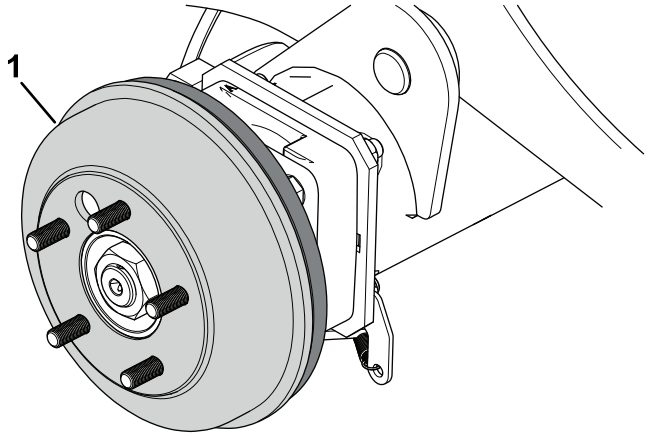

Bild 71
4. Entfernen Sie die Bremstrommeln (Bild 71) von Hand.